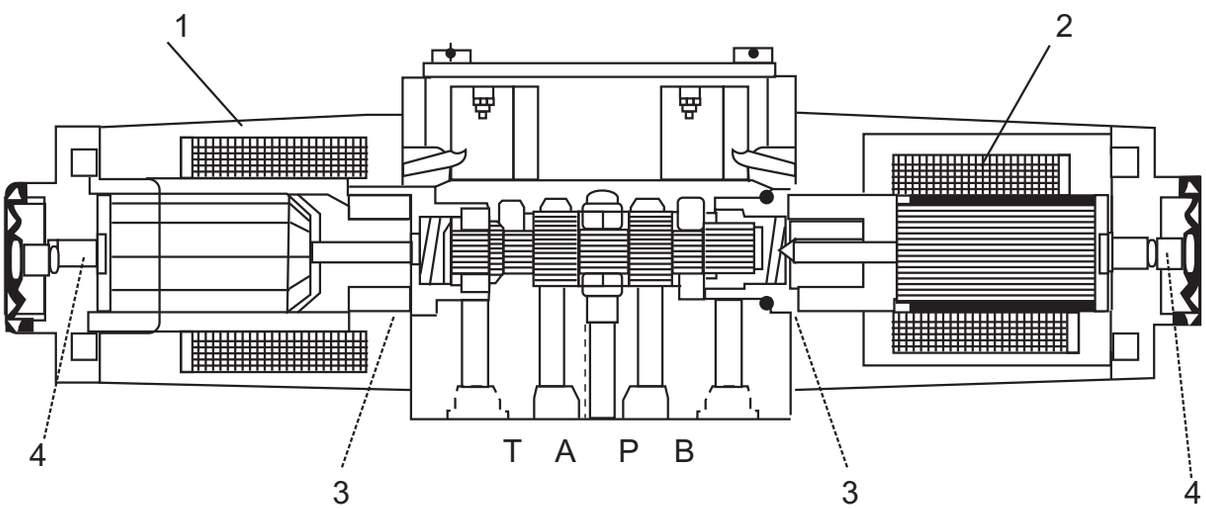

Figura 5: Solenoide de conmutación en aceite.
En la figura 5 se representa a la izquierda un solenoide de continua (1) en baño de aceite y a la derecha un solenoide de alterna (2) en baño de aceite. La cámara del núcleo está unida con el tanque. Se muestra aquí una válvula con 3 posiciones.